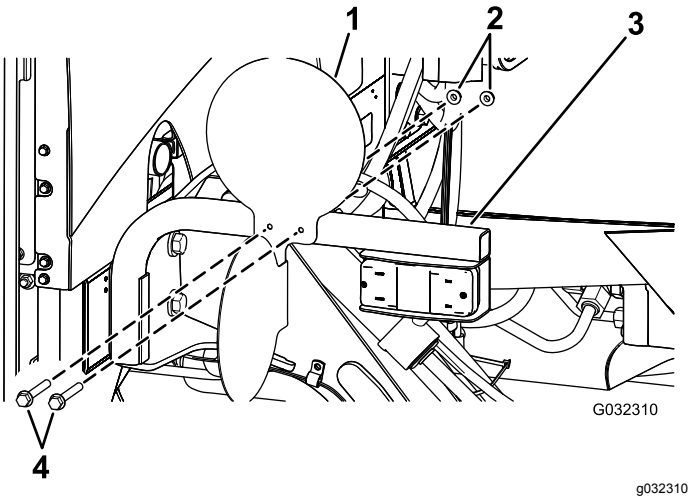

Figur 35
2. Fäst plattorna på strålkastarsatsens fästen med de fyra sexkantsskruvarna (1/4 x 2 1/2 tum) och fyra låsmuttrar (1/4 tum) i enlighet med Figur 35.